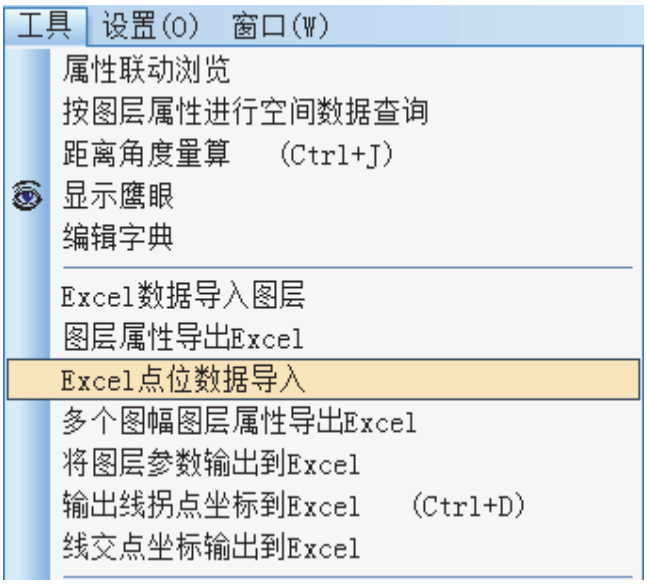

图 4-31
2. 选择菜单“工具”→“Excel 点位数据导入”（见图 4-31）；